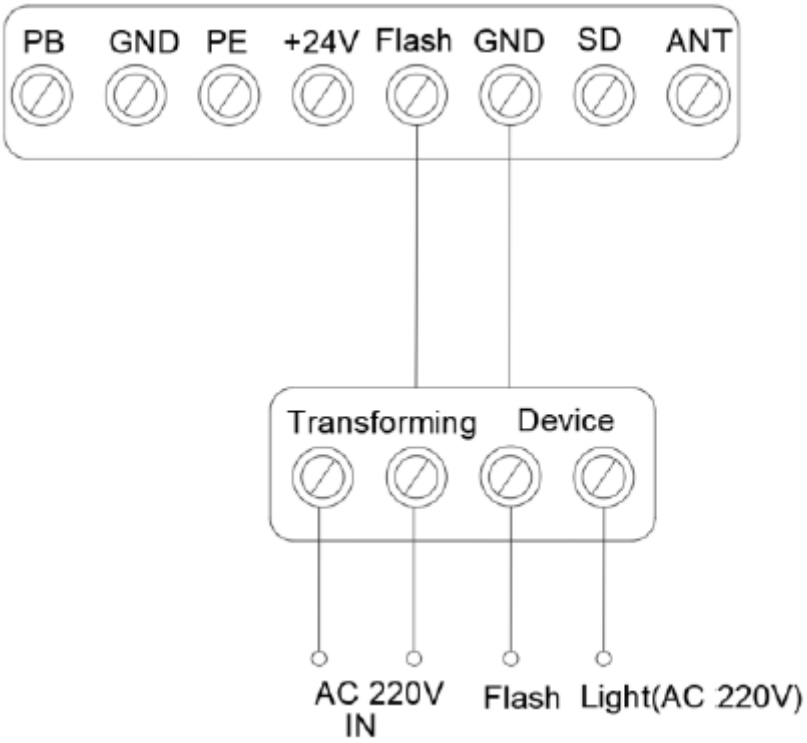

Figure 24
2. Fonction lampe torche. (Fig. 24, Fig. 25)
3. Protection de la porte de passage (SD) (Fig. 24, Fig. 25)